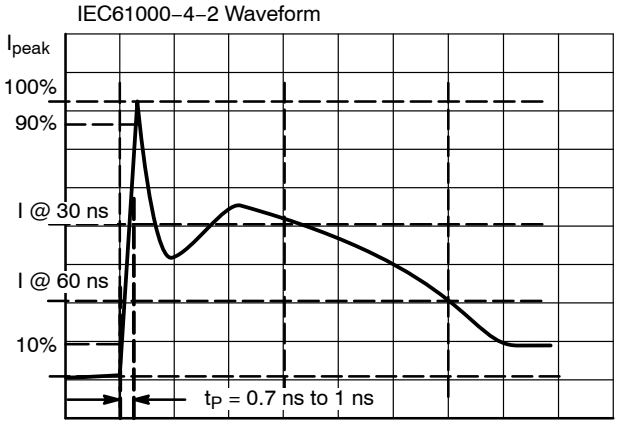

Figure 10. IEC61000−4−2 Spec
4. For test procedure see Figure 10 and application note AND8307/D.